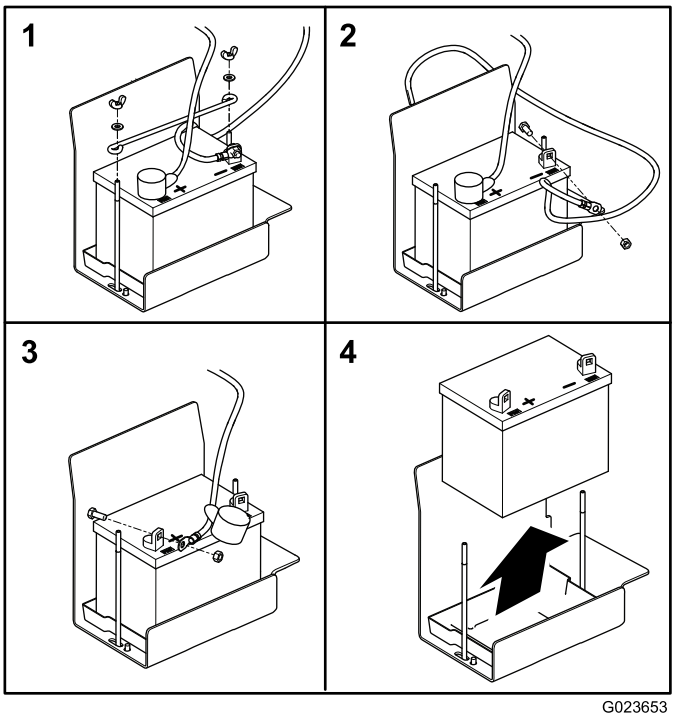

**Figur 54**
2. Ta bort vingmuttrarna och brickorna som fäster batterilåset (Figur 54).